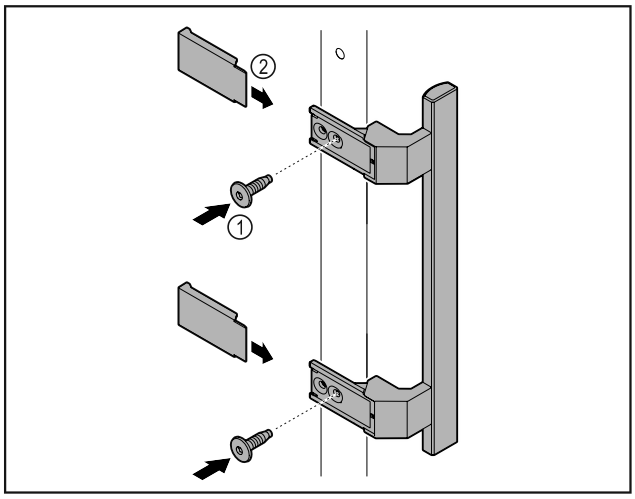

Fig. 3
▶ Griff aus dem Beipack mit den beiliegenden Schrauben *Fig. 3 (1)* an der Tür anbringen.
▶ Abdeckung *Fig. 3 (2)* aufsetzen.